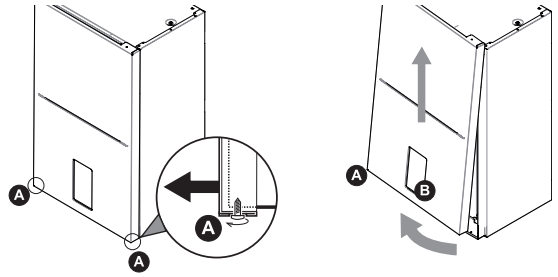

fig. 14 - smontaggio pannello frontale
- Svitare parzialmente le viti A (vedi "fig. 14 - smontaggio pannello frontale").
- Estrarre il pannello B e sganciarlo dai fissaggi superiori (vedi "fig. 14 - smontaggio pannello frontale").